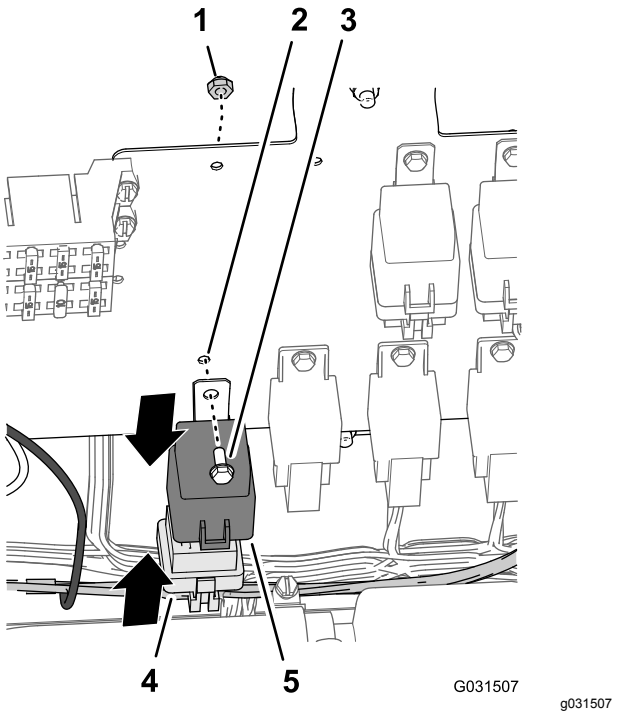

Figur 201
1. Rikta in reläet med kontakten med fem uttag på finputsningssatsens kablage vid kablagets 197 cm långa motorrumsdel (Figur 201).
2. Sätt i reläets stift i kontaktens uttag (Figur 201).
3. Rikta in hålet på reläets monteringsflik mot hålet på kablagepanelen (Figur 201).
4. Sätt fast reläet på panelen (Figur 201) med flänsskruven (nr 10 x 1/2 tum) och låsmuttern (nr 10).